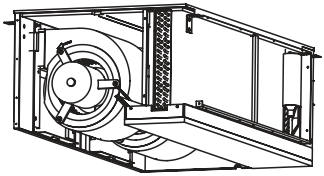

Рис. 8
2) Поддерживайте нижнюю часть узла, а затем толкните ее вверх по направляющим рельсам (рис. 8).